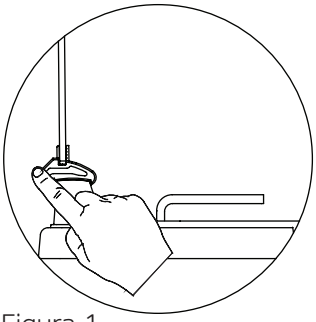

Figura 1
**1.** Conforme mostrado na figura 1, a porta de vidro pode ser fechada premindo com um dedo o fecho localizado na mola de plástico.